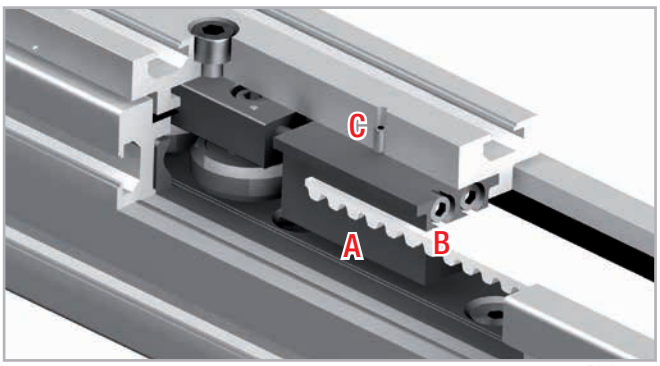

Abb. 65
1. Lösen Sie die Sicherungsschrauben C (oben auf der Läuferplatte) von der Riemenspannvorrichtung A (s. Abb. 65).